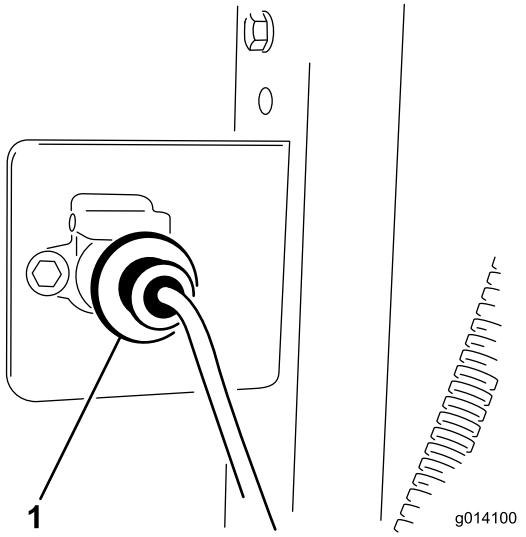

Figuur 10
3. Bevestig de houder van de kabelboom aan de beugel met twee schroeven en moeren van 1/4 x 1 inch (Figuur 10).
5. Sluit de kabelboom van de basiseenheid aan op de kabelboom van het trekvoertuig (Figuur 10). De aansluiting bevindt zich bij de hydraulische slang die is aangesloten op het trekvoertuig.